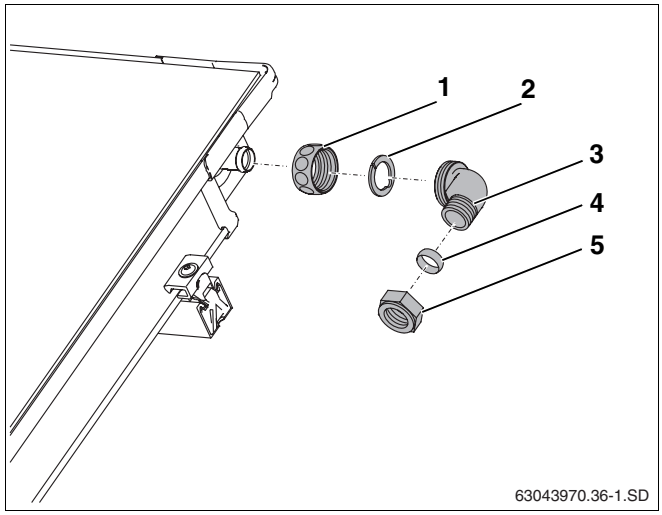

Afb. 57 Vertrekleiding monteren (zonder ontluchter aan het dak)
- Schuif de wartelmoer (afb. 57, **pos. 1**) over de collectoraansluiting.
- Leg de klemschijf (afb. 57, **pos. 2**) achter de verdikking van de collectoraansluiting en druk ze samen.
- Druk de hoek met de klemringschroefkoppeling (afb. 57, **pos. 3**) op de aansluiting, positioneer hem en schroef hem vast met een wartelmoer.